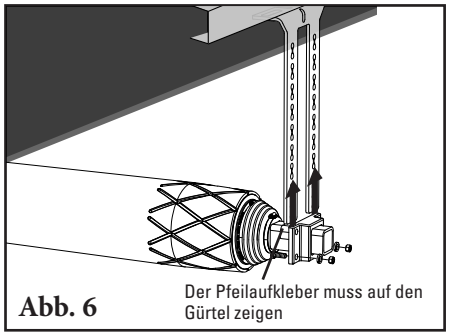
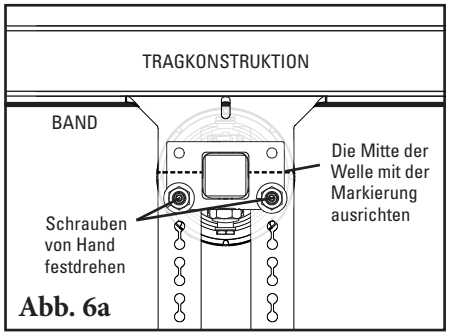

Abb. 6
Abb. 6a
6. **Die Baugruppe aus Rolle und Halteplatte der Hauptwelle anheben.** Für das Anheben des PTEZ HD in seine Einbauposition unbedingt sichere Hebeverfahren verwenden. Sicherstellen, dass die Pfeile auf dem Etikett der Hauptwelle in Richtung Band zeigen (Abb. 6). Die Mitte der Welle mit der Markierung am Montagewinkel (aus Schritt 1) ausrichten und die Schrauben zwischen Montagewinkel und Halteplatte der Hauptwelle von Hand festdrehen (Abb. 6a).